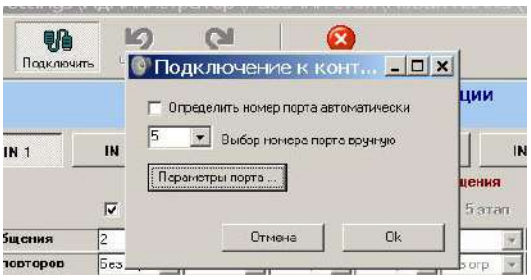

Рис. 47
- Снимите «галку» с «Определить номер порта автоматически» и установите номер установленного порта вручную (Рис. 47)